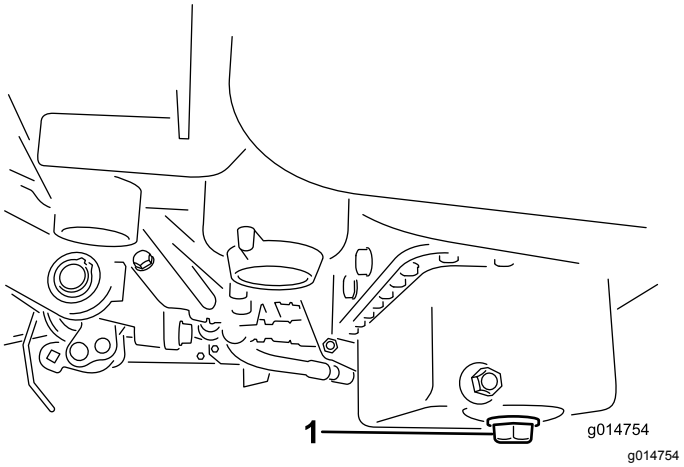

**Figur 26**
1. Fjern aftapningsproppen, og lad olien løbe ned i en bakke. Monter aftapningsproppen igen, når olien holder op med at løbe (Figur 26).